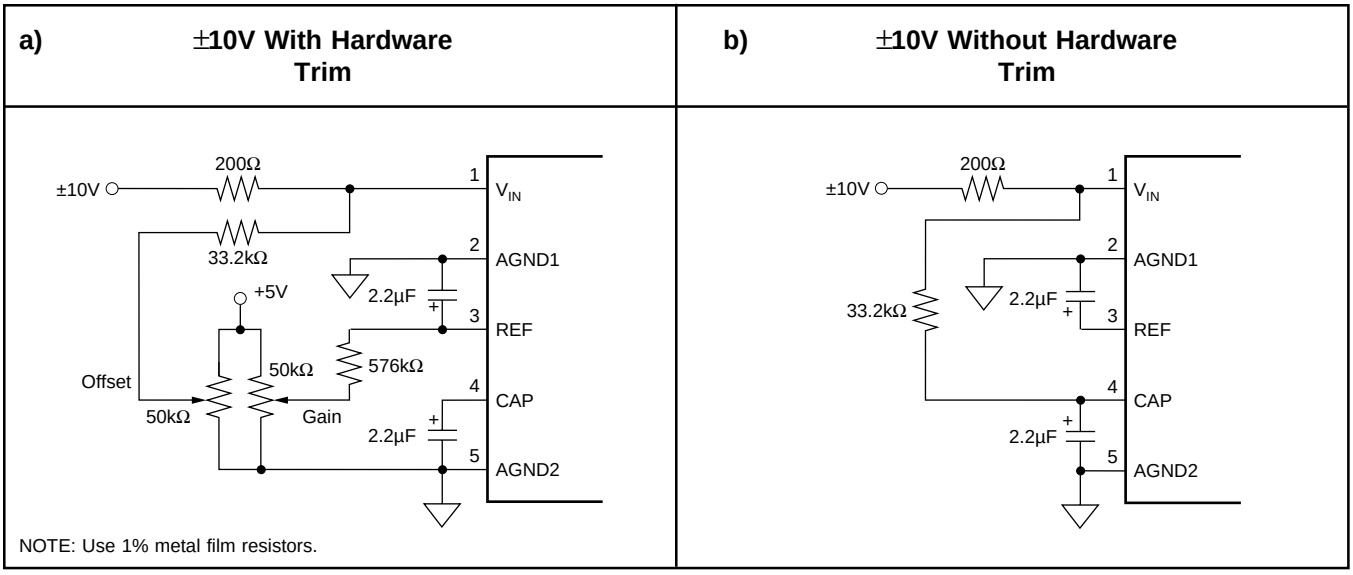

FIGURE 6. Circuit Diagram With and Without External Resistors.
The ADS7804 offers a standard ±10V input range. Figure 6 shows the necessary circuit connections for the ADS7804 with and without hardware trim. Offset and full scale error(1) specifications are tested and guaranteed with the fixed resistors shown in Figure 6b. Adjustments for offset and gain are described in the Calibration section of this data sheet.